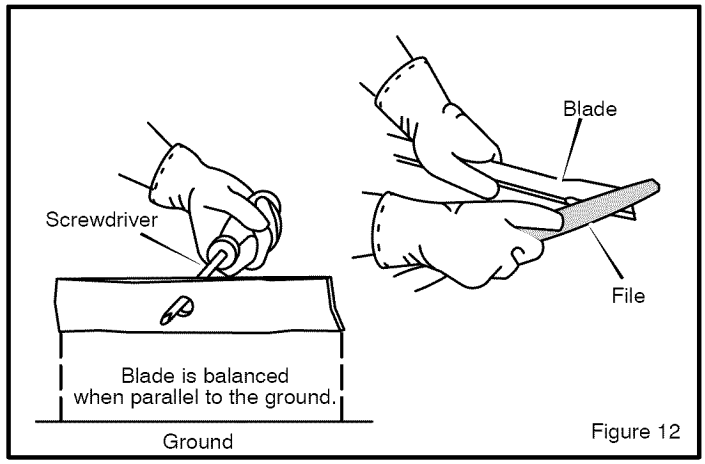

Figure 12
4. Sharpen the **blade** with a **file** (Figure 12). Make sure you keep the original bevel angle.
5. Make sure the **blade** is balanced. Use a **screwdriver** and hold the **blade** parallel to the **ground** (Figure 12). A **blade** that is balanced will stay parallel to the **ground.** If the **blade** is not balanced, the heavy end will rotate toward the **ground**. Sharpen the heavy end until the **blade** is balanced.